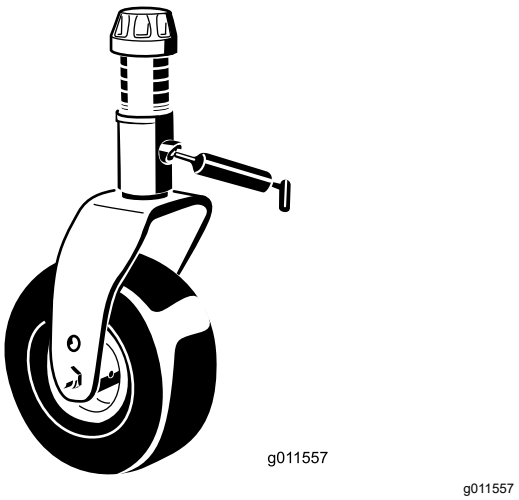

Figur 87
- 1 bussning för hjulgaffelaxeln (Figur 87)